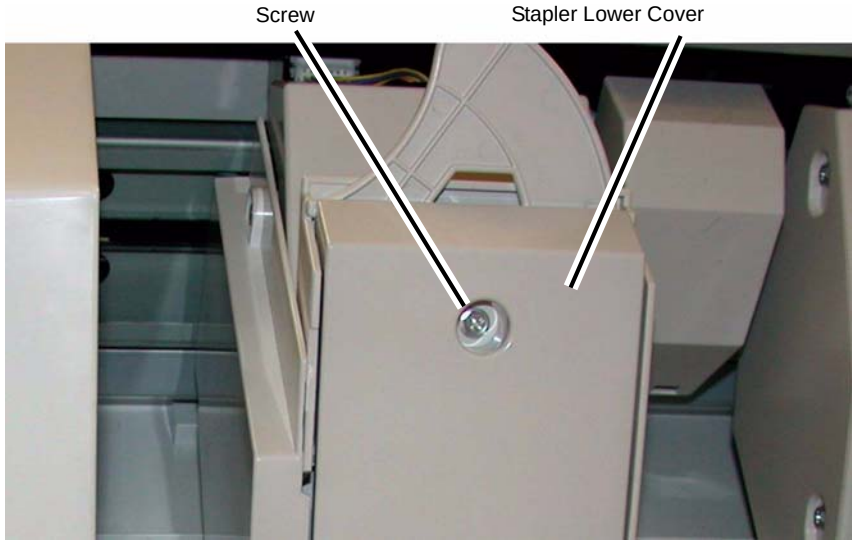

Figure 2 Removing the Stapler Lower Cover
5. Remove the Stapler Lower Cover (Figure 2).
a. Remove the Screw (1).